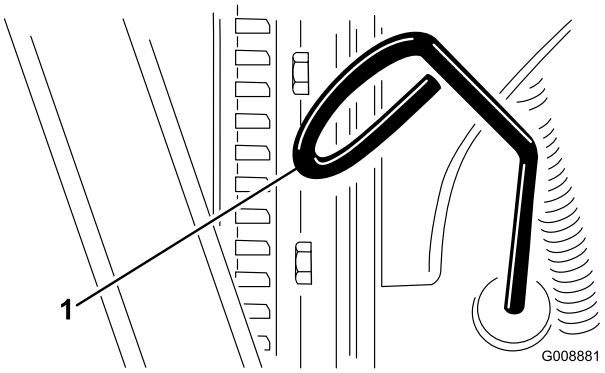

Figura 35
2. Retire la varilla (Figura 35) y límpiela con un paño limpio.